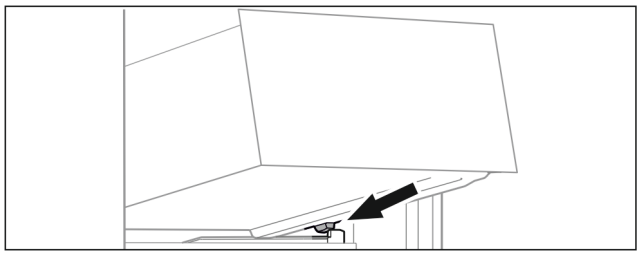

*Fig. 114*
- ▶ Nasaďte zásuvku šikmo za zarážky na žebrování na nádoby. (viz Fig. 114)